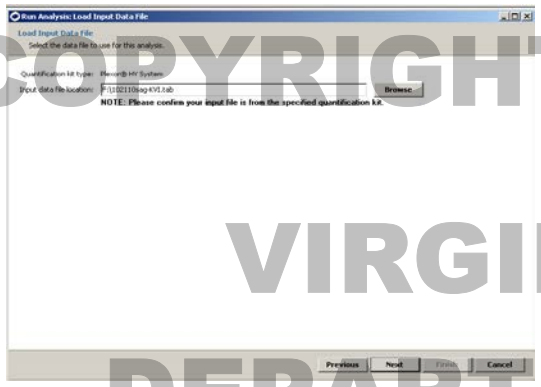

Figure 6. Importing the quantitation data.
5.4.7 The next window to pop up will instruct the user to import the tab delineated file created from the Plexor HY data for the run. Use the browse function to locate the file. Click on the Next button as shown in Figure 6.